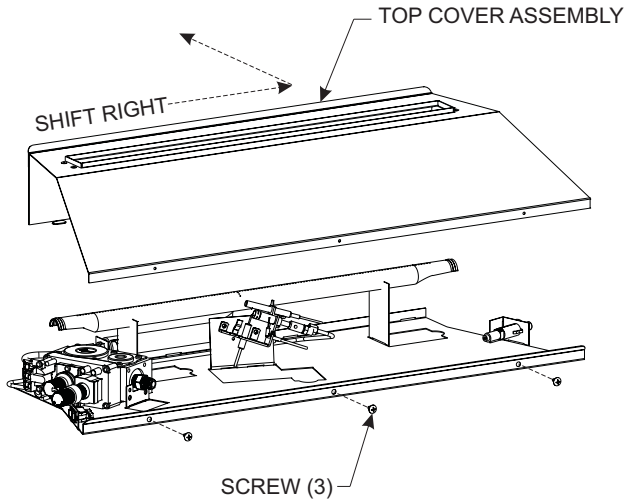

Figure 15
1. Remove top cover assembly as illustrated by Figure 15. Remove three #8 x 1/2" Phillips Head screws from the front edge, then gently lift upward on the top cover assembly to pivot. Shift the top cover to the right and rearward to disengage the locking tabs at rear flange.